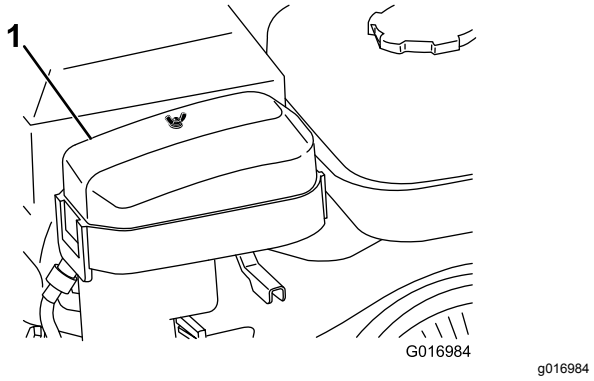

Figur 31
2. Ta bort vingmuttern som håller fast luftrenarkåpan och demontera kåpan (Figur 31).